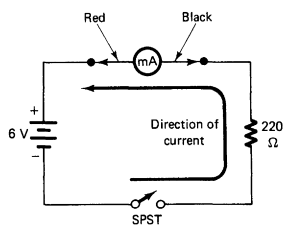

FIGURE 2-3F Connecting the VOM for measuring dc current.
10. Adjust the VOM to the dc function 120 mA range (or equivalent) and connect it into the circuit, as illustrated in Fig. 2-3F. Be sure to observe the proper meter polarity.